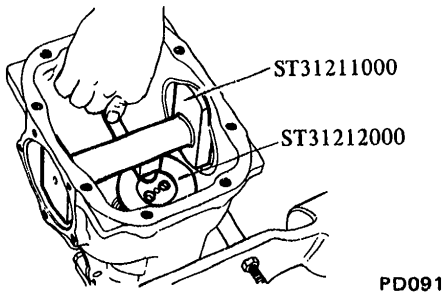

Fig. PD-15 Adjusting pinion height
2. Measure the clearance (N) between the tip end of height gauge and the end surface of dummy shaft, using a thickness gauge. See Figure PD-15.